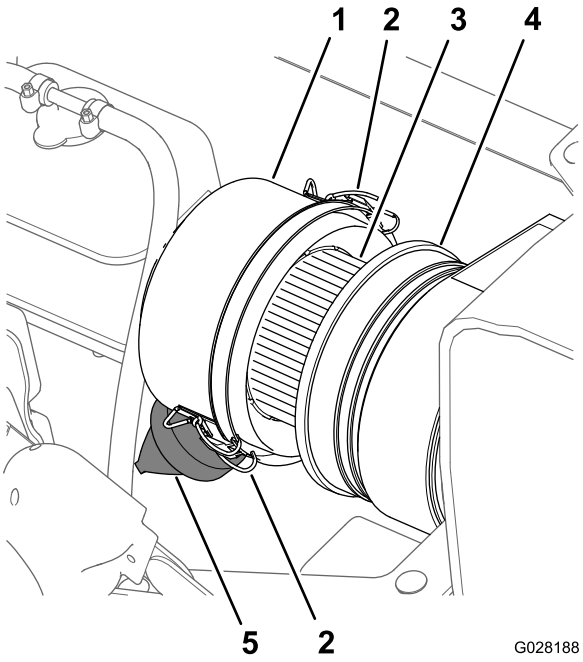

Figur 67
3. Rengør støvhætten og luftfilterhuset (Figur 67).
4. Kontroller luftfilterhuset for skader, som kan medføre en luftlækage (Figur 67).
5. Tryk på støvventilen for at rengøre den for jord, støv og snavs (Figur 67).
7. Kontroller luftfilterelementet for større ophobning af støv, jord og snavs (Figur 67).
8. Monter støvhætten på luftfilterhuset, og fastgør hætten med de 2 låse (Figur 67).
2. Rengør støvhætten og luftfilterhuset (Figur 67).
6. Rengør indersiden af støvhætten, luftfilterhuset og støvventilen med en fugtig klud (Figur 67 og Figur 68).